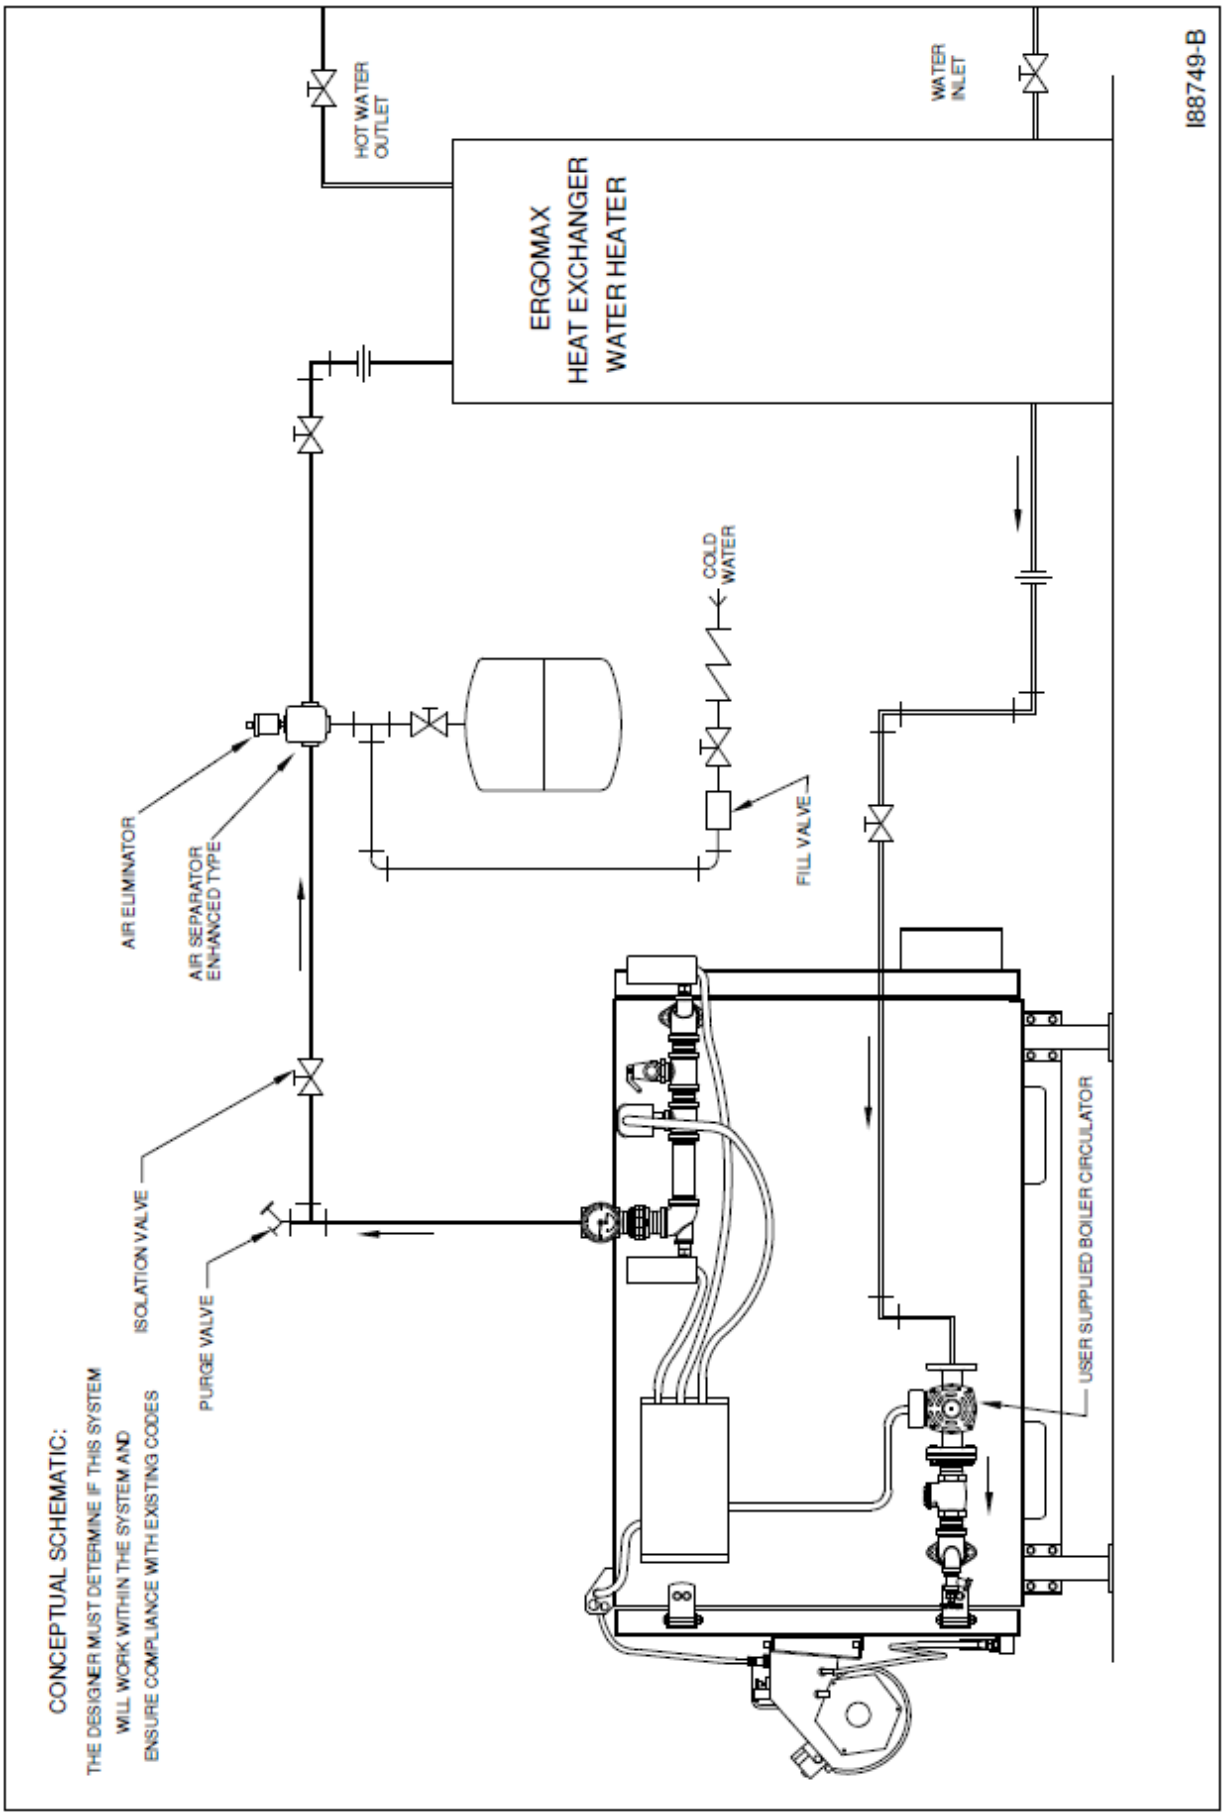

Figure 10C - CB-350-CTB with Ergomax Indirect Water Heater
(3) ***If hot water is required in the system installation for washing or other related activities,*** Clean Burn offers **Ergomax Heat Exchangers/Storage Tanks in 182, 273, and 450 liter sizes (48, 72, and 119 gallon sizes)**. Contact your local Clean Burn representative for additional details on these CTB system components. Refer to Figure 10C for a sample system configuration using an Ergomax Heat Exchanger. This configuration is ideal for installations requiring pressure washing, car/truck washing, etc. The Ergomax unit works well with a CTB because it stores boiler water in the tank and acts as a buffer (tempering) tank while enabling reduction of short cycling.